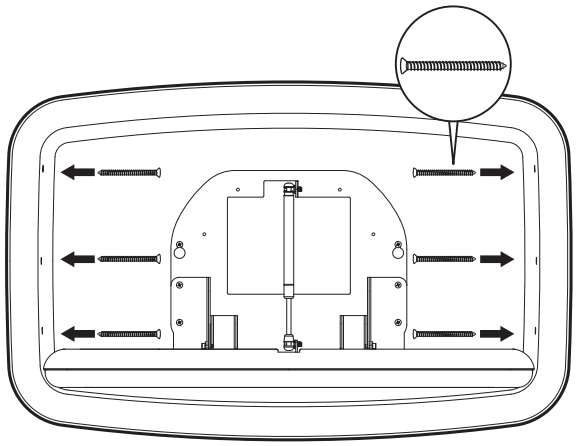

Fig. 2
- Ouvrez complètement l'unité et vous aurez accès aux six trous de montage de chaque côté de l'unité. **Fig. 2**